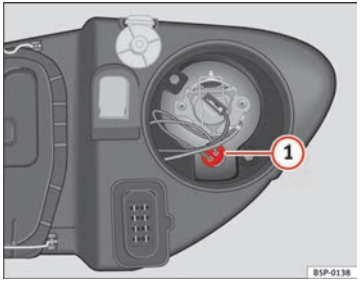

Fig. 191 Luci di posizione
– Estrarre il portalampade ⇒ fig. 191 (1) verso l'esterno.